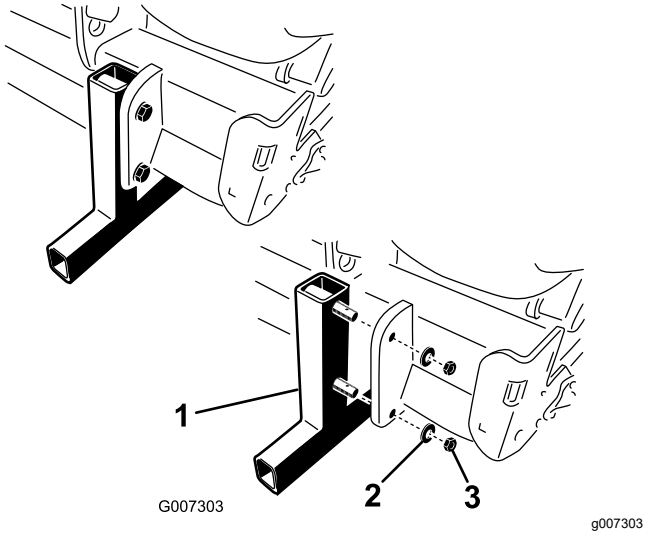

Figura 20
2. Retire las tuercas y las arandelas de freno que sujetan los soportes de almacenamiento a la máquina (Figura 20).
4. Inserte los pasadores de seguridad (incluidos con las piezas sueltas) en los pasadores del soporte para su almacenamiento (Figura 20).